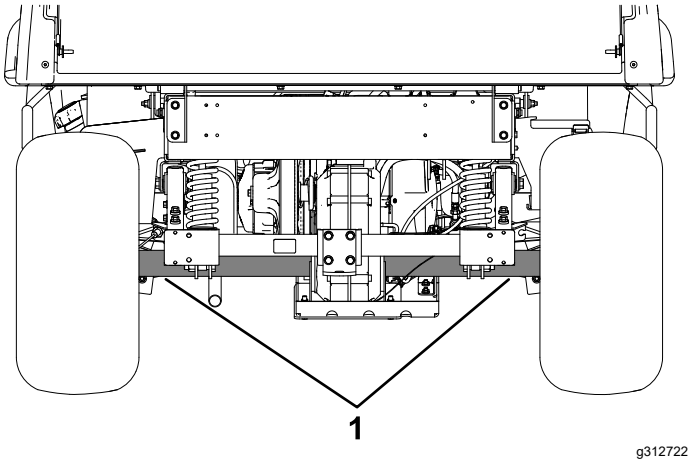

Rysunek 20
- Punkt podnoszenia z tyłu maszyny znajduje się pod tylną osią (Rysunek 20).